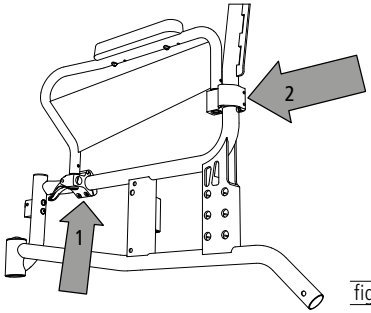

fig. 11
2. Allentare le due viti a brugola della fascetta anteriore (1, fig. 11) e posteriore (2, fig. 11) della fiancata.